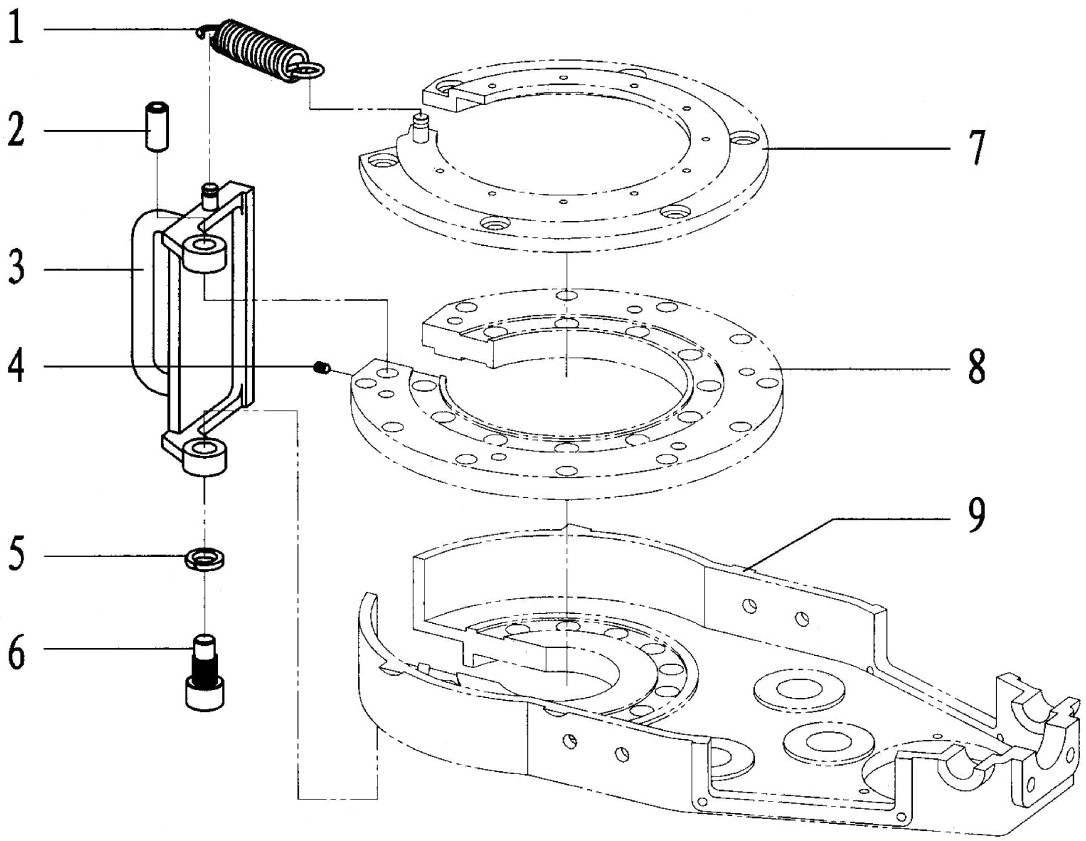

Fig. 8
9.2.6 Safety Door Assembly and parts list (Fig 8,Table 8）